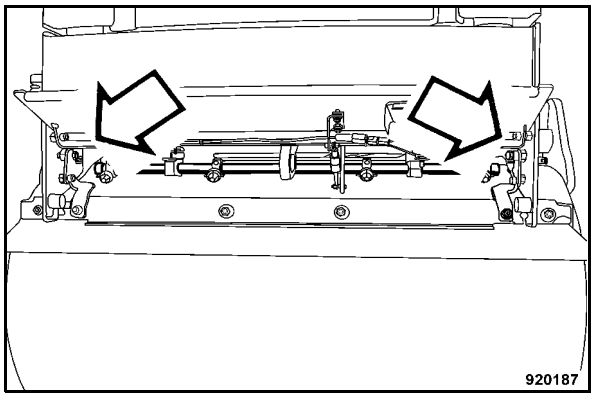

Fig. 151
- Open the flap, check the scrapers, replace if ncessary (Fig. 151).